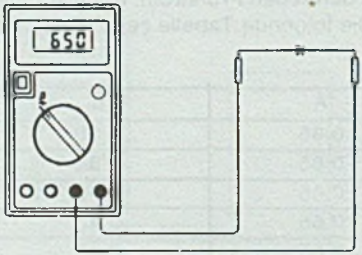

Fig. 5-6 Dioden messen
2. Stellen Sie den Funktionswahlschalter auf den ⊣▶⊢ Bereich und legen Sie die Prüfspitzen an die zu messende Diode (siehe Fig. 5-6).